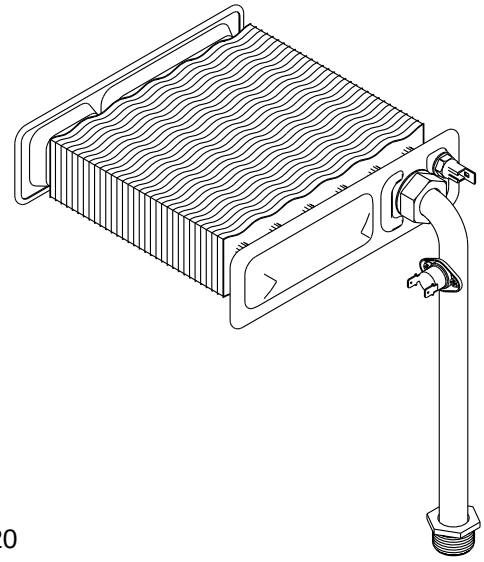

fig. 20
6.10 NTC THERMISTOR fig. 20
6.11 HIGH LIMIT THERMOSTAT fig. 20